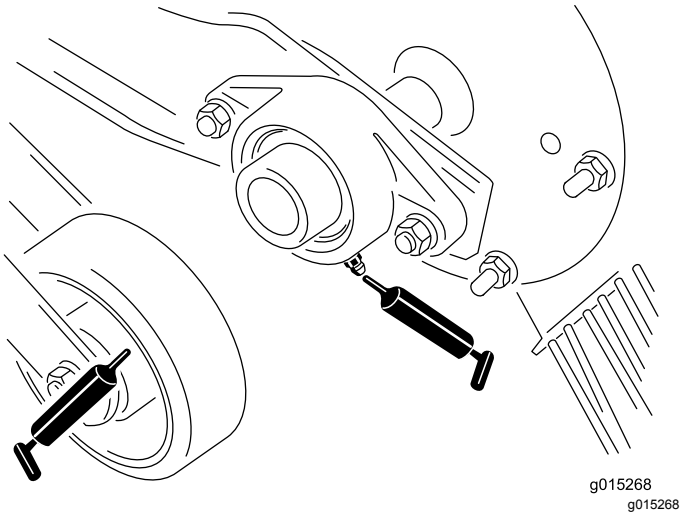
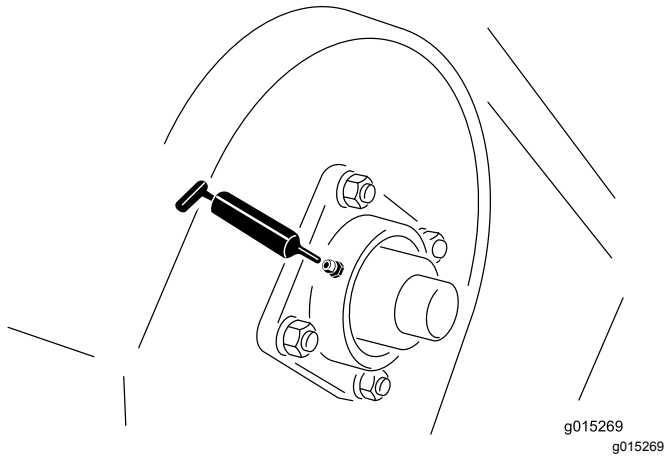
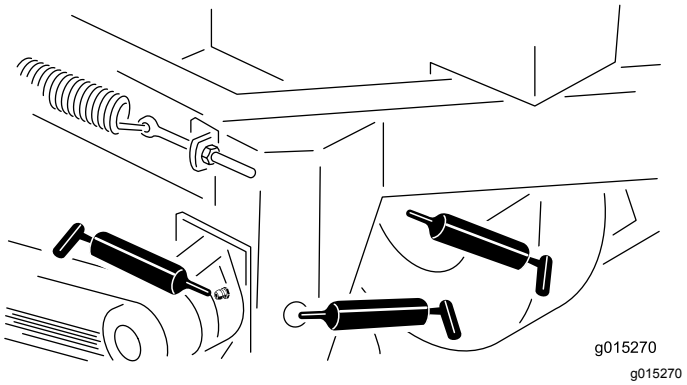

Figur 11
Figur 12
Figur 13
2. Pumpa in fett i lagret eller bussningen (Figur 11, Figur 12 och Figur 13).